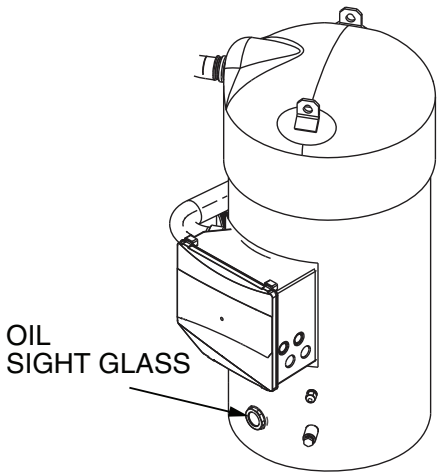

Fig. 39 — Sight Glass Location
5. Oil should be visible in the compressor sight glass(es). See Fig. 39. For unit sizes 010-090, an acceptable oil level is from $^1/_8$ to $^3/_8$ of sight glass. For unit sizes 100-150, an acceptable oil level is from $^3/_4$ to $^7/_8$ of sight glass. No oil should be removed unless the crankcase heater, if equipped, has been energized for at least 24 hours. Adjust the oil level as required. See Oil Charge section on page 60 for Carrier approved oils.